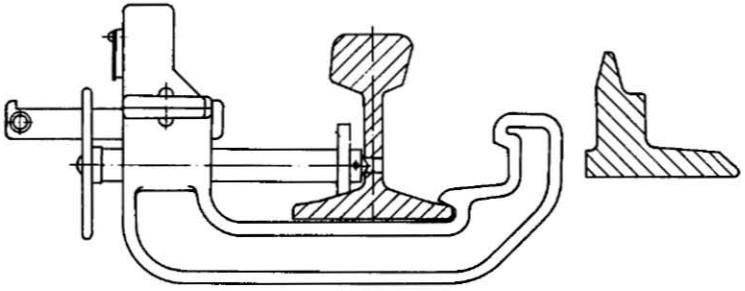

Bild 3
2. für den Verschluß der abliegenden Zunge (vgl. Bild 3) wobei der untere Haken den Schienenfuß umklammert und der obere Haken eine Zungenbewegung gegen die Backenschiene verhindert.